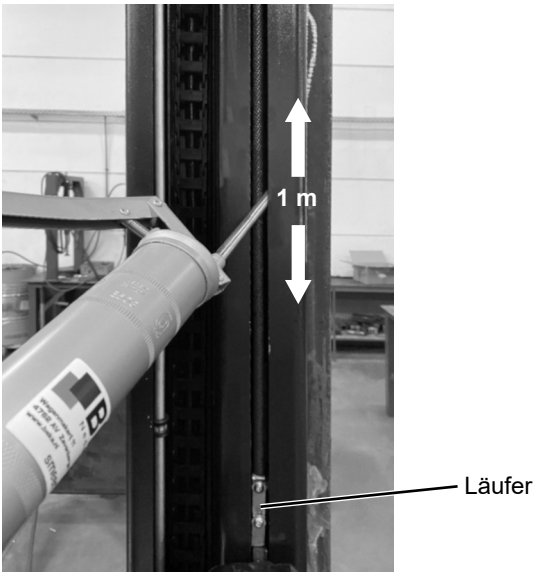

Abbildung 23: Abschmieren des Läufers
► Tragen Sie das vorgeschriebene Fett über dem Läufer hinten an einem der Führungsrahmen, links und rechts vom Stahlseil und im hinteren Höhenbereich von 1 m auf (siehe Abbildung 23).